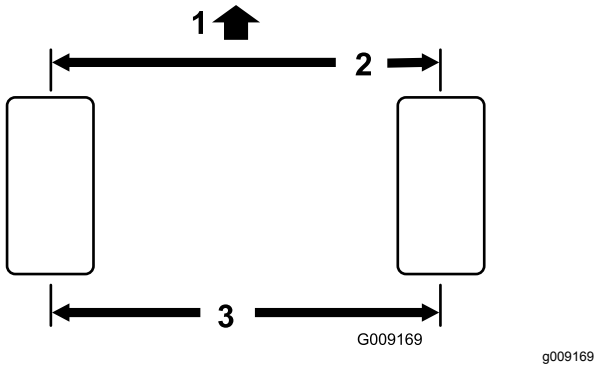

**Figur 70**
1. Mät avståndet från mitt till mitt (vid axelhöjd) framtill och baktill på styrhjulen. Det främre måttet ska vara 3 mm mindre än det bakre måttet (Figur 70).